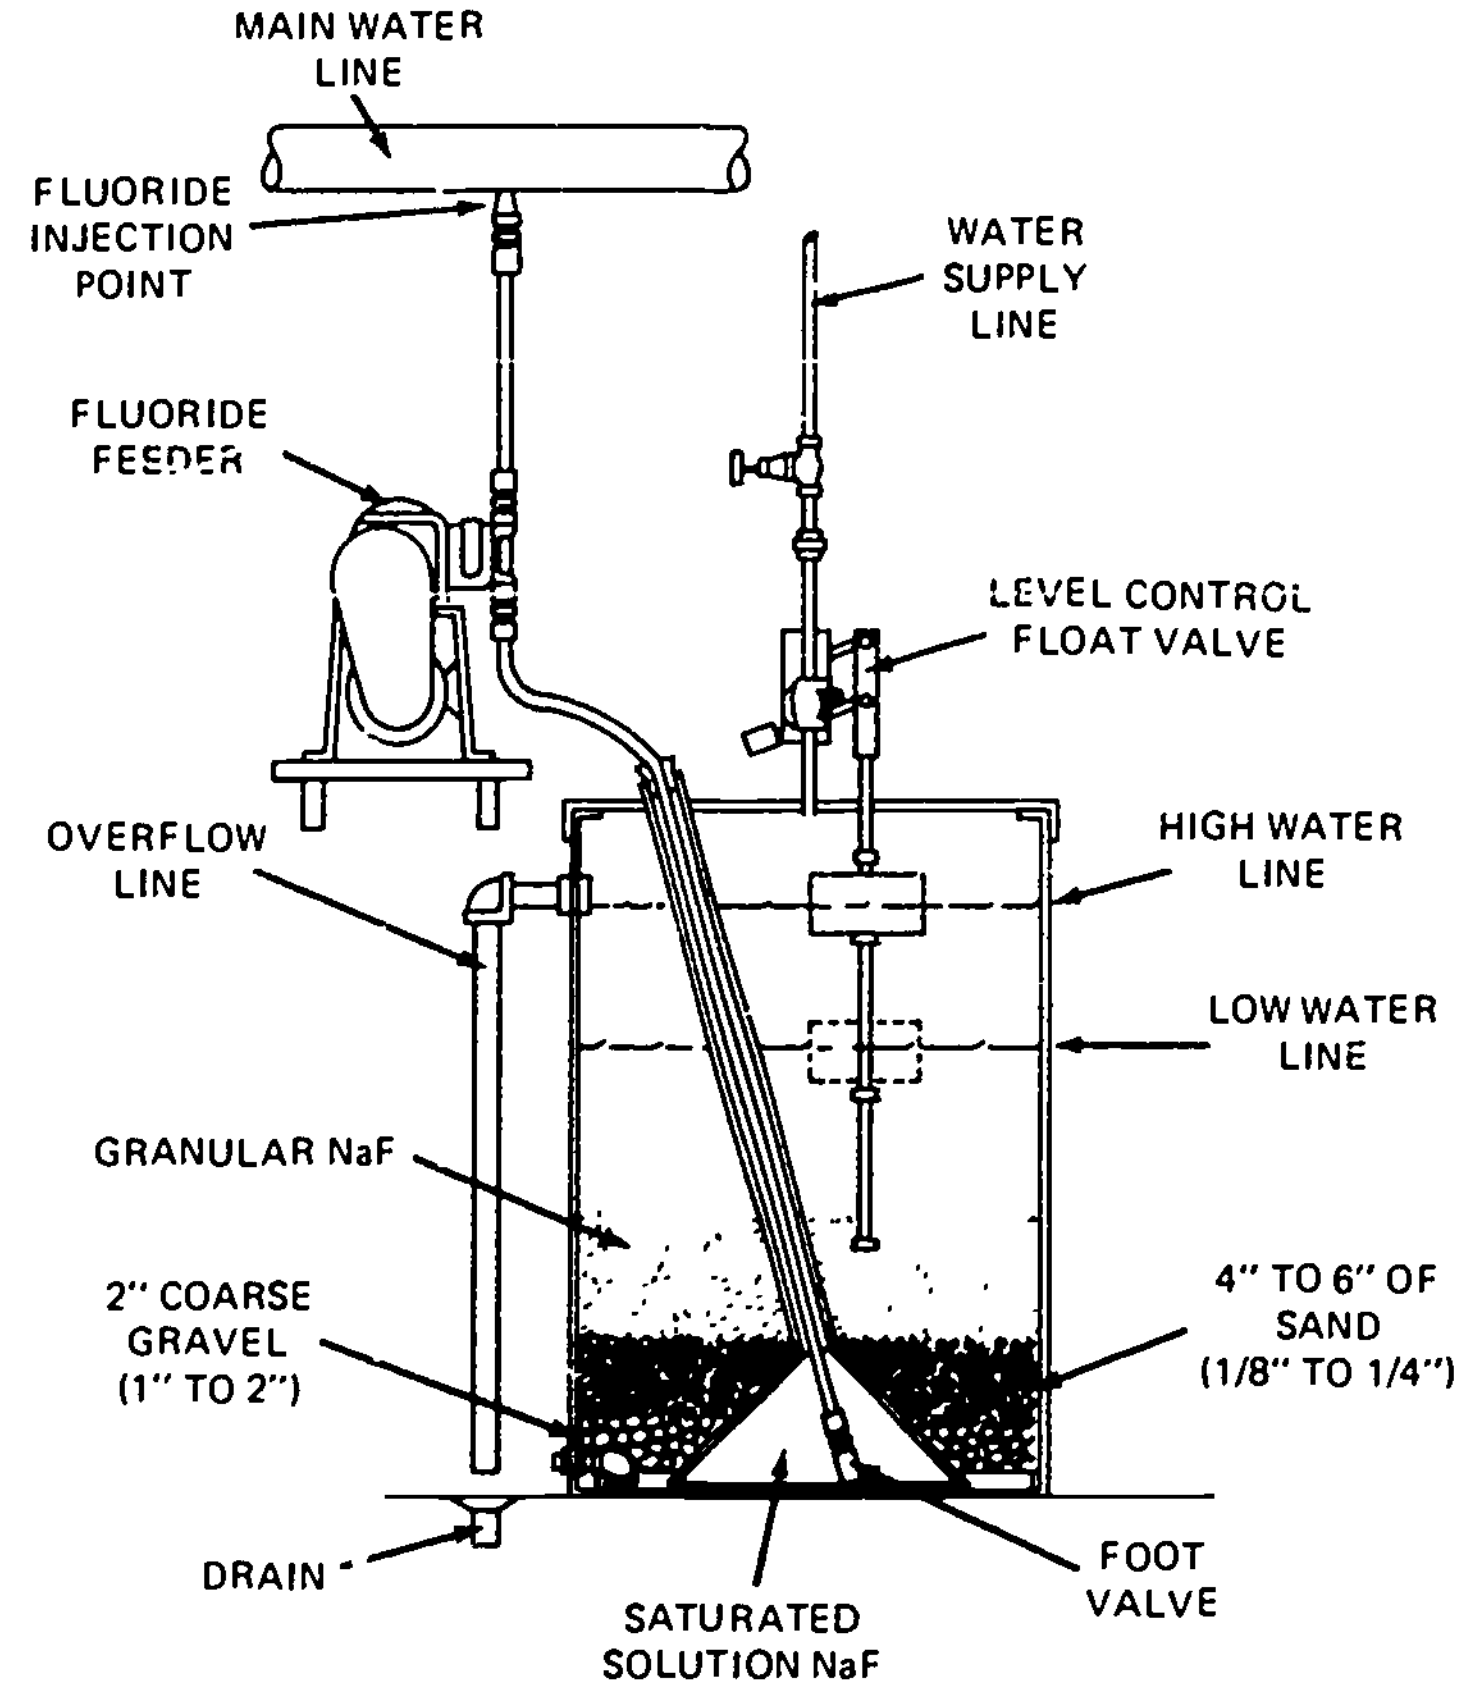

Fig. 13.10 Downflow saturator
13.32 Downflow Saturators (Figure 13.10)